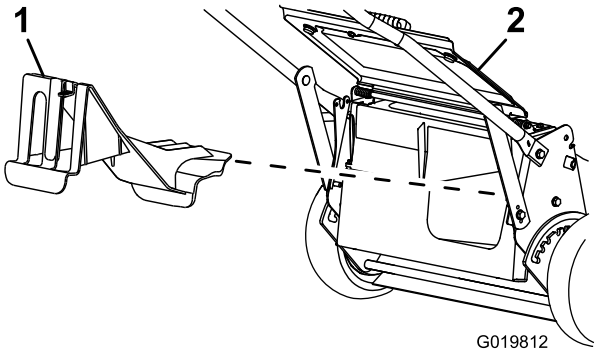

Figur 24
- Hvis den bakre utslippspluggen ikke er montert, grip tak i håndtaket dens, hev den bakre avlederen, og før den inn i den bakre utslippssjakten til låsen festes på plass. Se Figur 24.
2. Fjern den bakre utslippspluggen ved å trekke ned låsen med tommelen og trekke pluggen ut av maskinen (Figur 24).